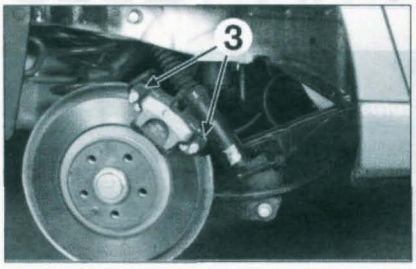

FIGURE 7-7
• Déposer les vis de colonnette (3) **(figure 7-7)**.